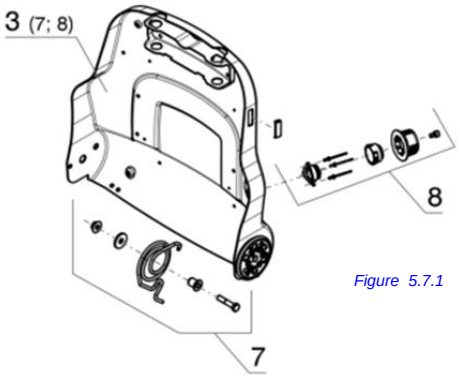

Figure 5.7.1
a) Behind the position number the position of the supplied other assembly is listed in brackets *(see Figure 5.7.1).*